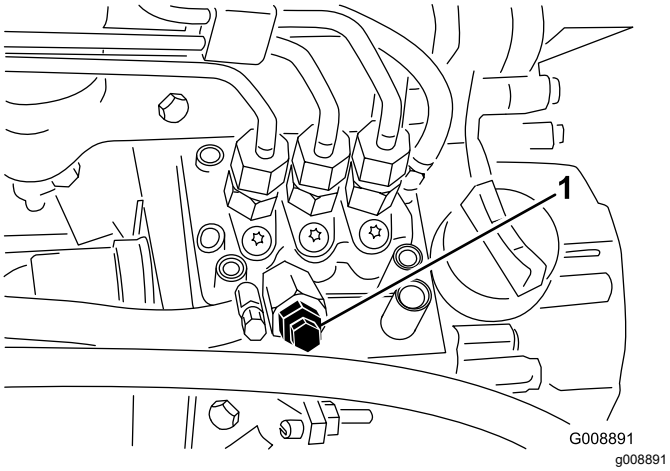

**Figur 34**
4. Öppna avluftarskruven på bränsleinsprutningspumpen (Figur 34).